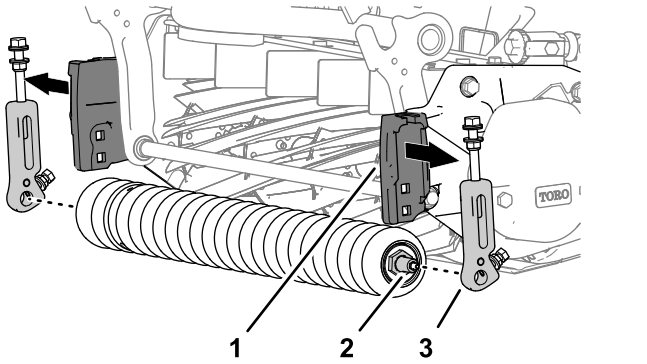

Figuur 4
4. Verwijder de maaihoogtebeugel en de voorrol van de maai-eenheid (Figuur 4).